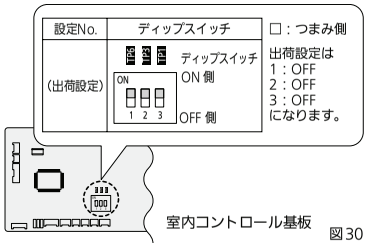

図30
- 電装ボックスのふたを開き、室内コントロール基板を確認してください。（図30）